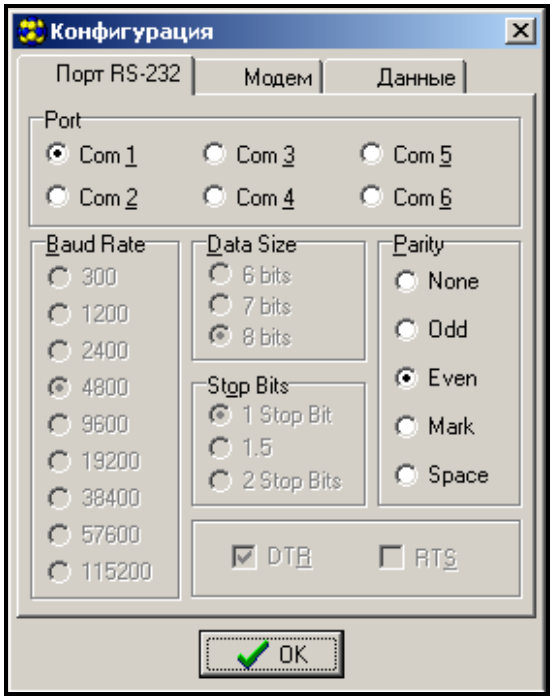

Рисунок 8.
2. Перейдите к опциям конфигурации связи с модулем – кликните по пиктограмме (или войдите через меню **Соединение→Конфигурация**) и выберите порт, через который компьютер соединяется с модулем (см.: Рис. 8).